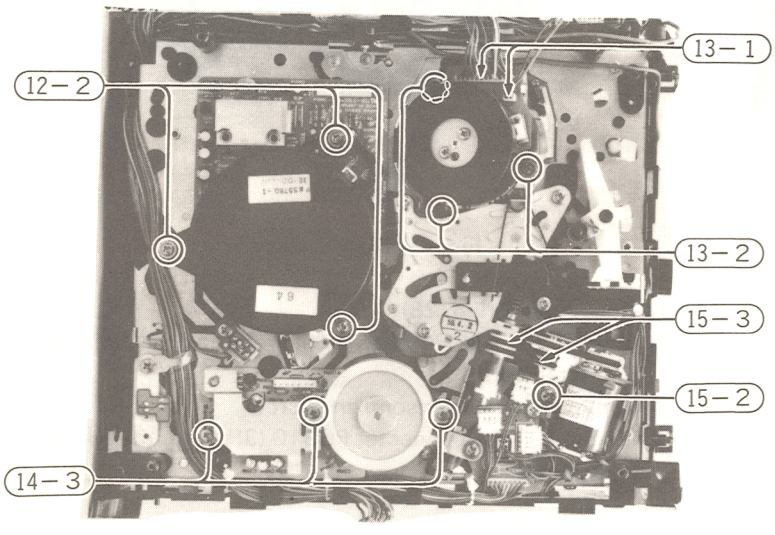

Fig. 29 Motors
14. Reel motor (Fig. 29)
15. Loading motor (Fig. 29)
12. Capstan motor (Fig. 29)
13. Cylinder motor (Fig. 29)